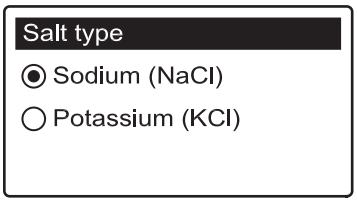

FIG. 21
5. Press the SELECT (○) button to display the Salt type menu (See Figure 21).